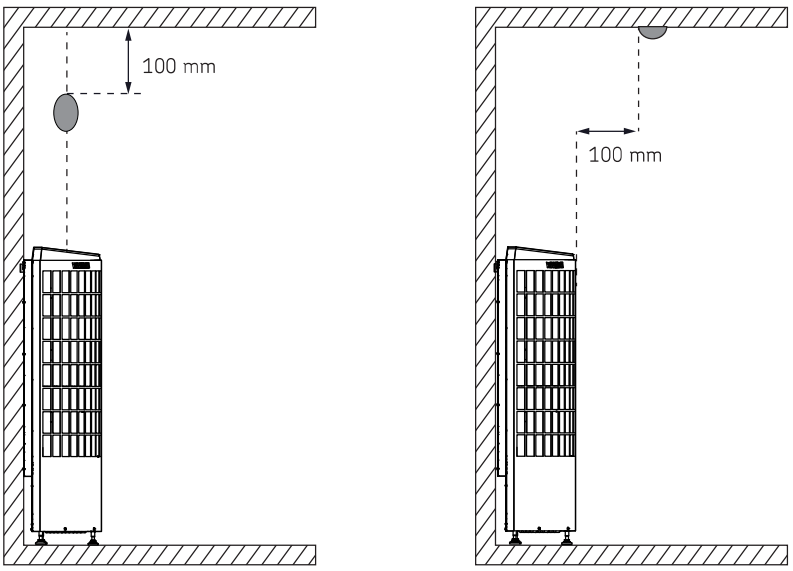

Рисунок 3. Установка термостата
- Установите датчик на стену сауны, как показано на рис. (>>Рисунок 3. Установка термостата) Вставьте кабель датчика в разъем нагревателя по принципу цветового соответствия.